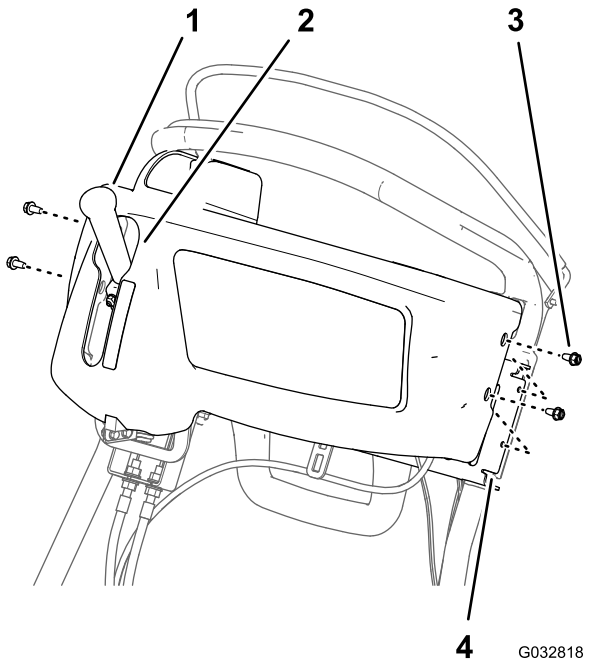

Figuur 19
1. Plaats de sleuf in het deksel van het bedieningspaneel over de schakelhendel voor de tractie en messenkooi (Figuur 19).
2. Lijn de gaten in de zijkant van het deksel van het bedieningspaneel uit met de gaten in de steunbeugel voor de duwboomstangen (Figuur 19).